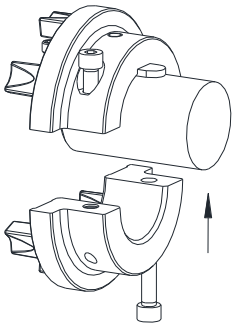

Bild 10
- Positionieren Sie die untere Halbschale des Nockenteils mit eingesetzter Zylinderschraube zur oberen Halbschale unter die Welle (siehe Bild 10). Drehen Sie die Zylinderschrauben über einige Gewindegänge ein.